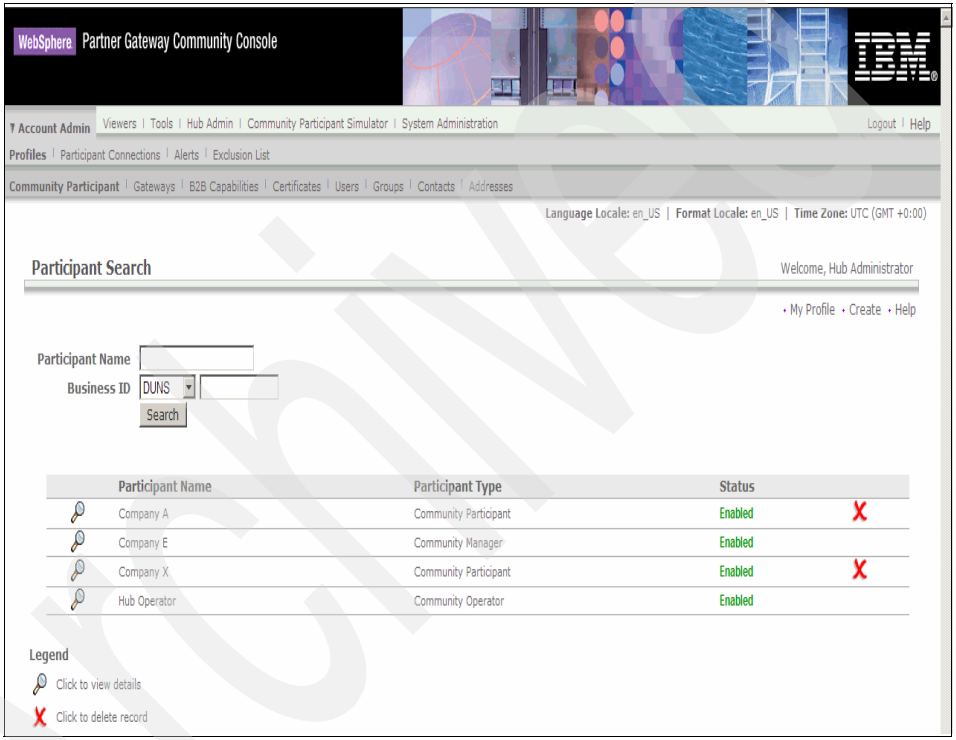

Figure 10-13 List of participants at Company E
2. In the Participant Search window (Figure 10-13), click **Search**. There is no need to provide a search argument because only four profiles are defined. When you see the list of profiles, click the icon next to Company X.